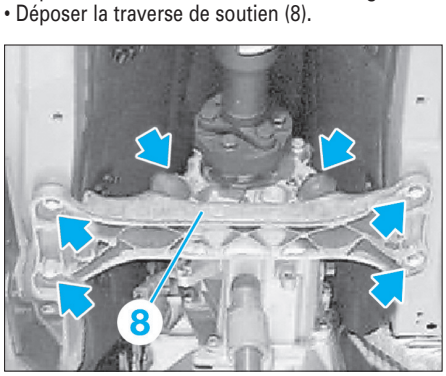

Fig. 8
• Déposer les vis et les écrous (flèches) **(Fig.8)**.
• Déposer la traverse de soutien (8).